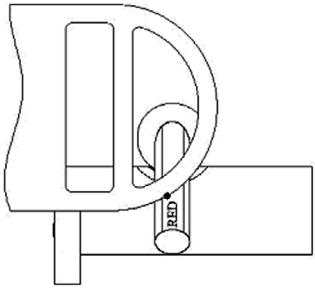

Figure 11b: Fail, contact in red.
- If the cylinder touches the rail in the red area, the space fails (figure 11b).